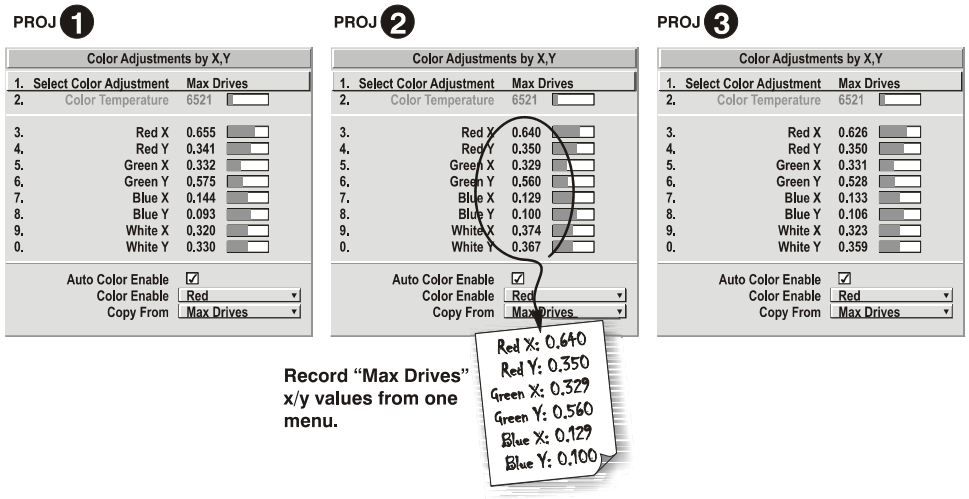

Figure 3.14. Jot Down a Set of ”Max Drives” X/Y Values
4. Display the *Color Adjustments by X,Y* menus for all projectors. Each menu shows the x/y coordinates defining the “Max Drives” color gamut for this projector. Note the values shown in one (any) of the displays. See Figure 3.14. Or use the “Copy From” function to copy them into a “User” gamut in one projector.